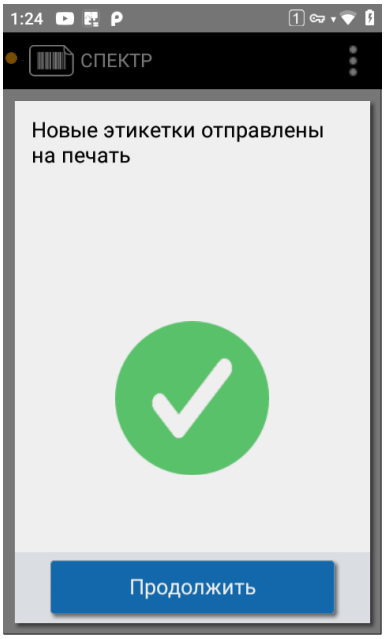

Рисунок 111. Этикетки новых пеналов отправлены на печать
4. Появится сообщение «Новые этикетки отправлены на печать» (см. Рисунок 111). Нажмите «Продолжить» и наклейте этикетки на новые пеналы.